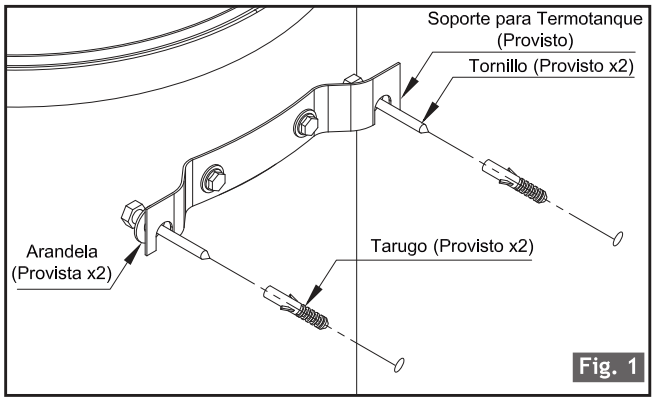

Fig. 1
- Agujeree midiendo previamente el entre centro del soporte; se recomienda el uso de un nivel para asegurar que el soporte quede horizontal. Luego coloque los tarugos, los tornillos y las arandelas provistas y ajústelos firmemente (Fig. 1).